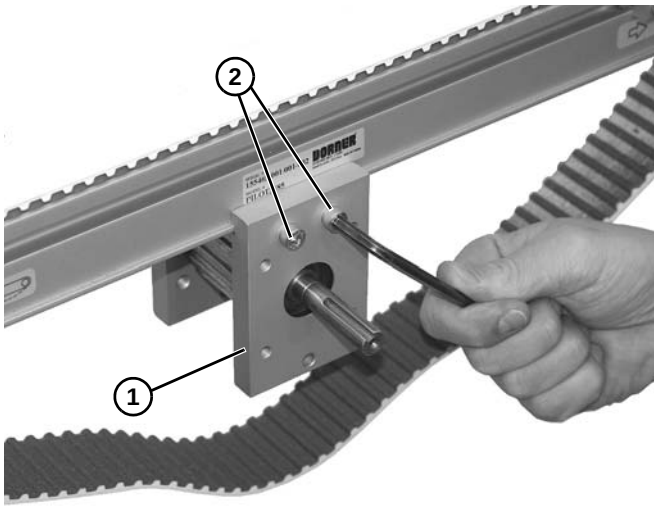

Abbildung 89
8. Mittlere Spindelbaugruppe **(Abbildung 89, Teil 1)** mit zwei Schrauben **(Abbildung 89, Teil 2)** auf jeder Seite des Montageblocks sichern. Nicht festziehen.
11. Innensechskantschrauben **(Abbildung 89, Teil 2)** auf 7 Nm festziehen.